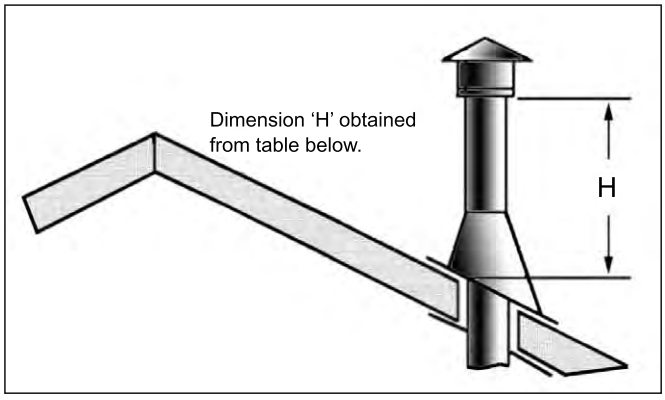

Figure 43: Height of Vertical Termination; Reference Table 4.
Step 7. Continue to add Pipe Sections until the height of the Vent Cap meets the minimum building code requirements described by your local codes. In the absence of local codes, make sure the terminal is 2 feet (610mm) above anything within 10 feet (3046mm) of the vent (refer to Figure 43 & Table 4 for clearances for different pitches). Note that for steep roof pitches, the vent height must be increased. In high wind conditions, nearby trees, adjoining rooflines, steep pitched roofs, and other similar factors can result in poor draft, or down-drafting. In these cases, increasing the vent height may solve this problem.
Table 4: Minimum 'H' for Figure 43.